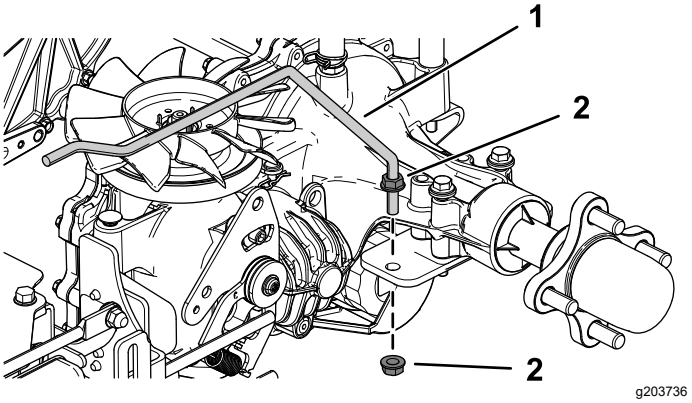

Figur 6
2. Monter de nye bageste støttestænger i venstre og højre side med 2 møtrikker (whiz) (⅜") på hver side (Figur 6).